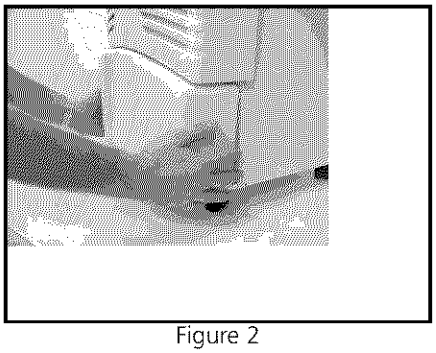

Figure 2
1. Grasp bucket from both sides at the bottom, gently lift up and slide halfway out until handle is exposed. See Figure 2.
If you want the water to flow directly to a drain, you must first remove the hose cap (Figure 2). To remove hose cap, use a standard screwdriver and turn counter-clockwise. Connect any standard garden hose to the bucket connection, or place the dehumidifier over the drain. A standard garden hose has a 3/4" (19 mm) diameter connection with 11 1/42 inch threads per inch.